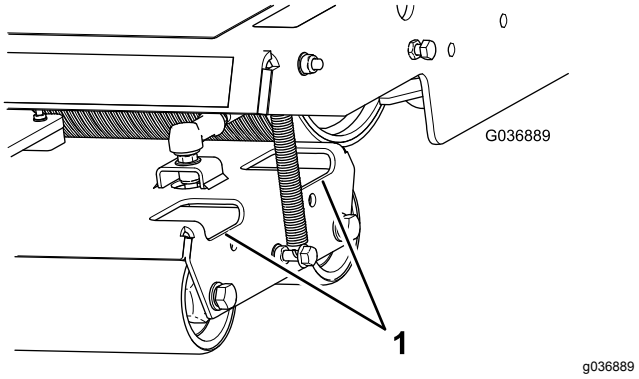

Rysunek 39
2. W razie potrzeby walce należy oczyścić z brudu i resztek, wtryskując wodę przez otwory w ich obudowach (Rysunek 39).